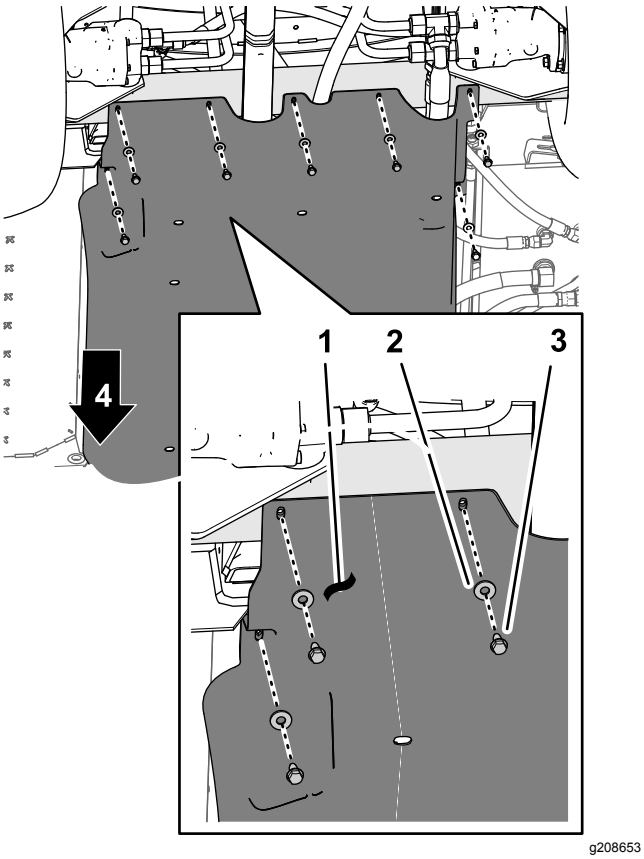

Figur 124
4. Rikta in hålen i den bakre delen av underredshöljet mot hålen i chassit (Figur 124).
5. Montera den bakre delen av underredeshöljet på chassit med de sju flänsskruvar (5/16 x 7/8 tum) och sju brickor (5/16 tum) som du tog bort i steg 1 i 7 Ta bort underredshöljet (sida 15) (Figur 124).